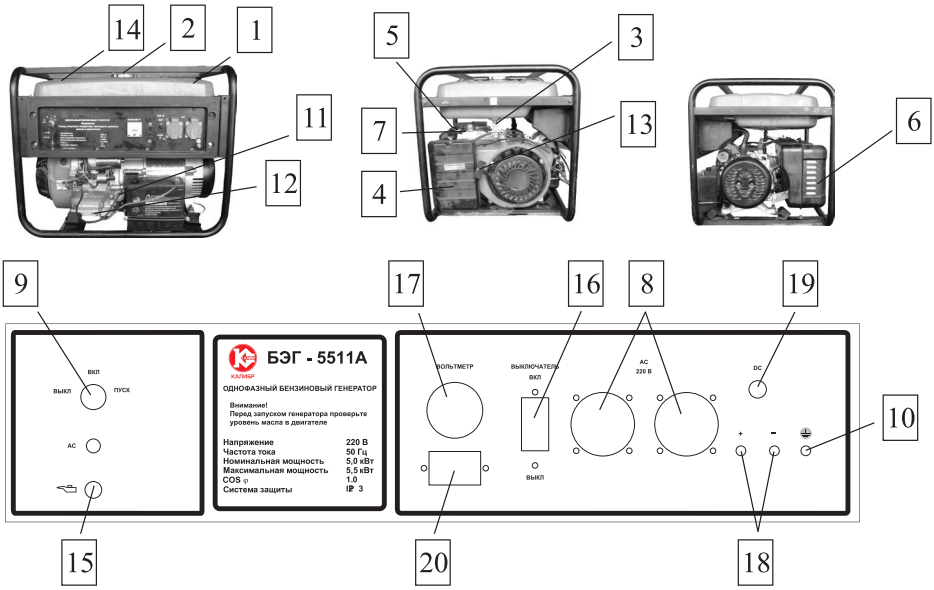
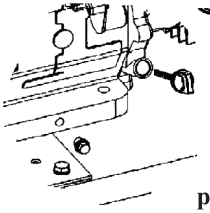
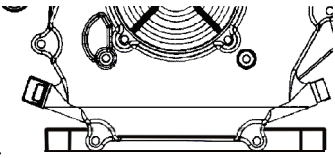

рис. 1
рис. 2
рис. 3
Общий вид генератора схематично представлен на рис. 1
6.2.1 Вывинтить щуп **11** (рис. 1) и залить в картер масло соответствующего типа до нижнего края горловины. Вставить сухой чистый щуп в горловину картера и вынуть его. Проверить уровень масла: граница смоченной области щупа должна располагаться между отметками минимального и максимального уровней.
6.3 Заземление корпуса генератора. При установке генератора следует подключить к резьбовой клемме **10** (рис. 1) проводник заземляющего устройства, удовлетворяющего требованиям раздела “Обеспечение требований безопасности”.
6.5.1 Отключить всех потребителей переменного тока генератора, переведя автоматический выключатель **16** (рис. 1) в отключённое положение, отсоединить потребителей постоянного тока от розетки **18** (рис. 1).
6.5.2 Открыть топливный кран **3** (рис. 1).
6.5.3 Перевести рычаг управления воздушной заслонкой **7** (рис. 1) в крайнее левой положение при пуске холодного двигателя и в промежуточное при пуске прогретого двигателя.
6.5.4 Установить ключ замка зажигания **9** (рис. 1) в положение **”выкл”**.
6.5.5 Плавно вытянуть до упора трос ручного стартера за ручку **13** (рис. 1) и вернуть в исходное положение.
6.5.6 Установить ключ замка зажигания **9** (рис. 1) в положение **”вкл”** .
7.2.1 Вывинтите щуп-пробку **11** (рис. 1) из горловины картера (рис. 2). Опустите в горловину сухой, чистый щуп и вытащить его - край смоченный маслом должен располагаться между отметками минимального и максимального допустимого уровней.
7.2.2 Залейте в горловину масло до нижнего края заливного отверстия (рис. 3). Проверьте уровень масла.
7.3.1 Снять в/в провод и вывинтить свечу **5** (рис. 1) из двигателя, используя свечной ключ 21 мм.
7.6.1 На прогретом до рабочей температуры двигателе вывинтите пробку для слива масла **12** (рис. 1, 2), под сливным отверстием разместите вспомогательную ёмкость. После прекращения истечения масла установите пробку на штатное место и затяните. Залейте масло в горловину, удалив щуп **11** (рис. 1) до нижнего края заливного отверстия (рис. 3). Проверьте уровень масла.